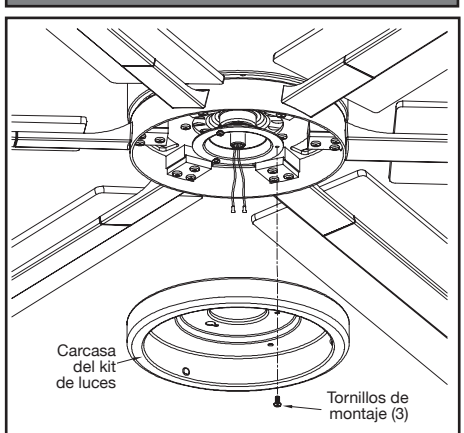

Figura 14
1. Afloja, pero no quites, dos de los tres tornillos de montaje del conjunto motor-ventilador; retira un tornillo de montaje. (Figura 14)
2. Empuja la carcasa del kit de luces hasta el conjunto motor-ventilador de manera que las cabezas de los dos tornillos aflojados encajen en las ranuras tipo ojo de cerradura. Gira la carcasa del kit de luces hacia la derecha y aprieta los tornillos. Vuelve a instalar el tornillo que retiraste en el paso 1 y apriétalo firmemente. (Figura 14)